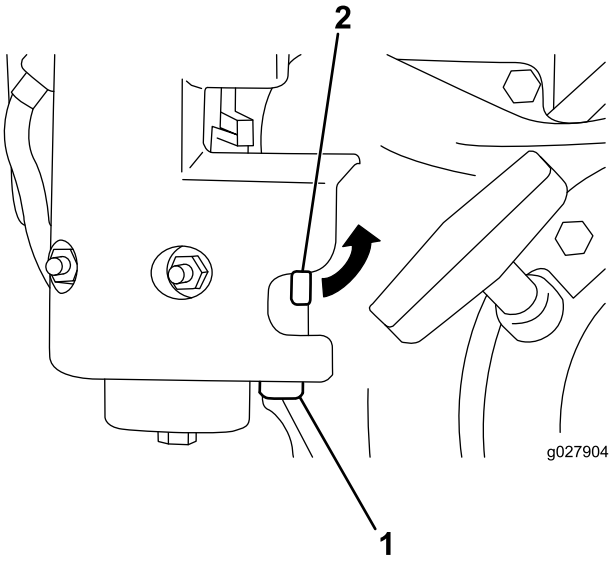

Figur 29
1. Steng drivstoffventilen, og skru av sedimentbollen fra forgasserkroppen (Figur 29).